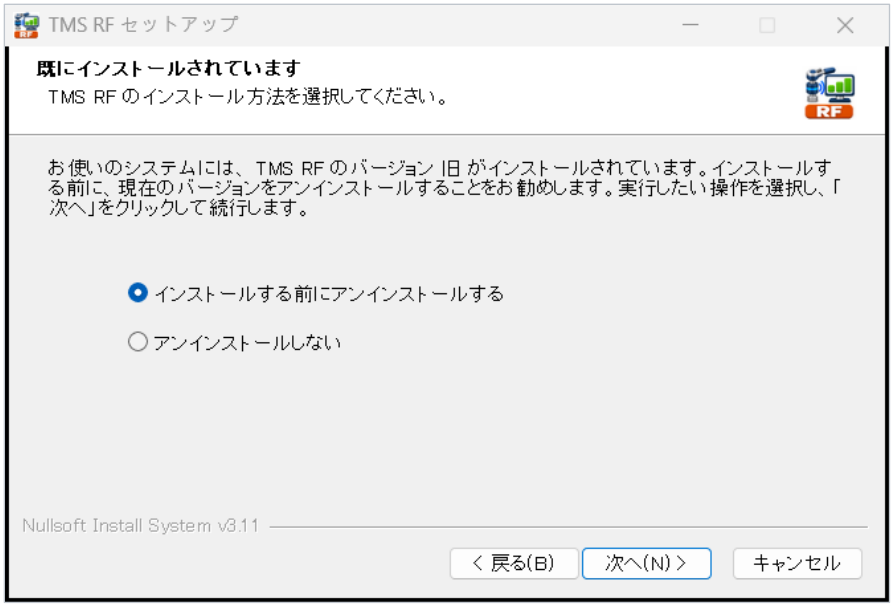

図 17-1　インストーラーがインストール済みの古いバージョンを検出
2. 画面の指示に従って「次へ(N) >」をクリックすると、「既にインストールされています」ページが表示されます（図 17-1）。